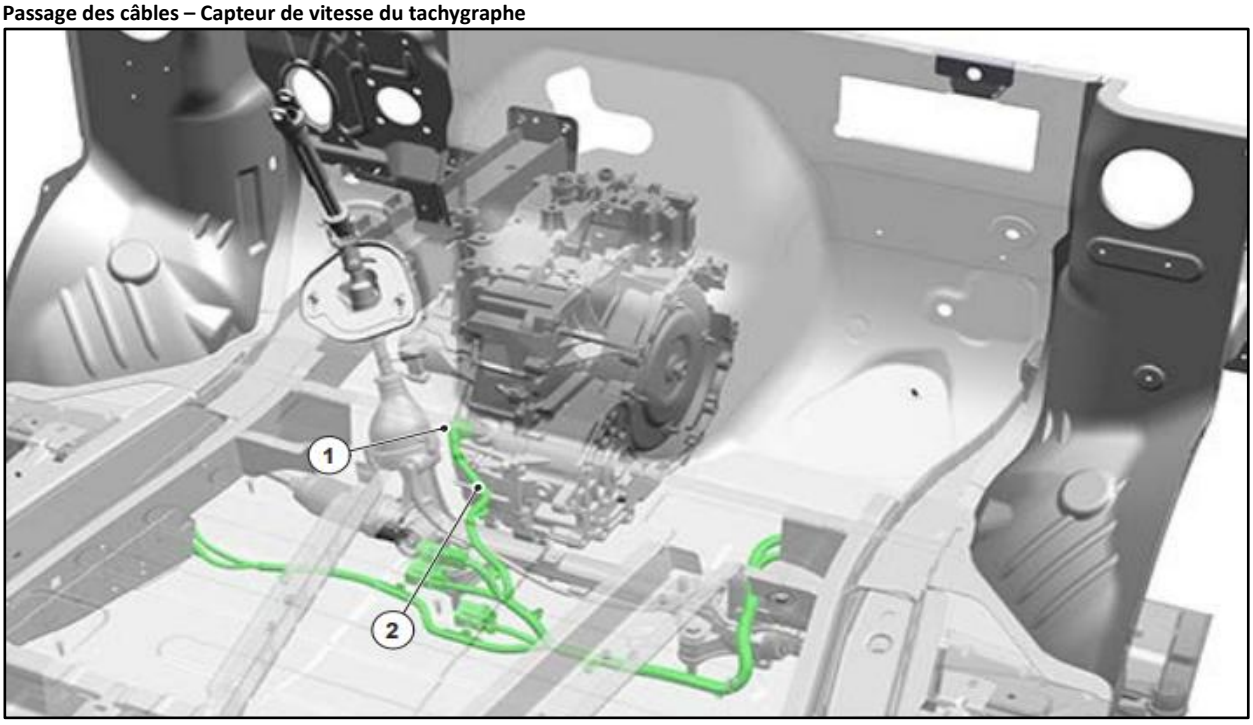

Fig. 1 : Passage des câbles – Capteur de vitesse du tachygraphe
- Câblage électrique – Capteur de vitesse, voir Figure 1 du Chapitre 4.11.2 pour le passage des câbles